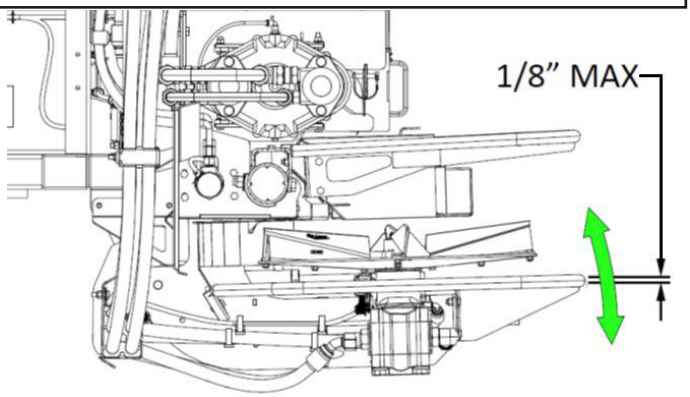

Figure 1 - Lower Spinner Guard
2. Loosen the two spinner retaining clamp bolts (4). The retaining clamp (5) mounting holes are slotted horizontally. Slide the bracket by hand either to the right or left until the bracket touches plate (6), then tighten the clamp bolts. Again, lift on the lower spinner guard where there should now be a maximum of 1/8" vertical movement (Figure 1). If, after making the above adjustments, the "home sensor not responding" error message continues to appear on the in-cab display, then adjust home position sensor gap. See "Home Sensor Adjustment".